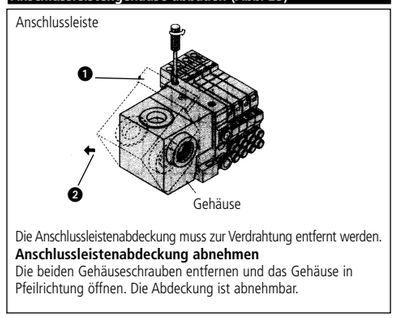

Abb. 23
Anschlussleistengehäuse abbauen (Abb. 23)
Die beiden Gehäuseschrauben ❶ (Abb. 23) entfernen und das Gehäuse in Pfeilrichtung ❷ (Abb. 23) öffnen.